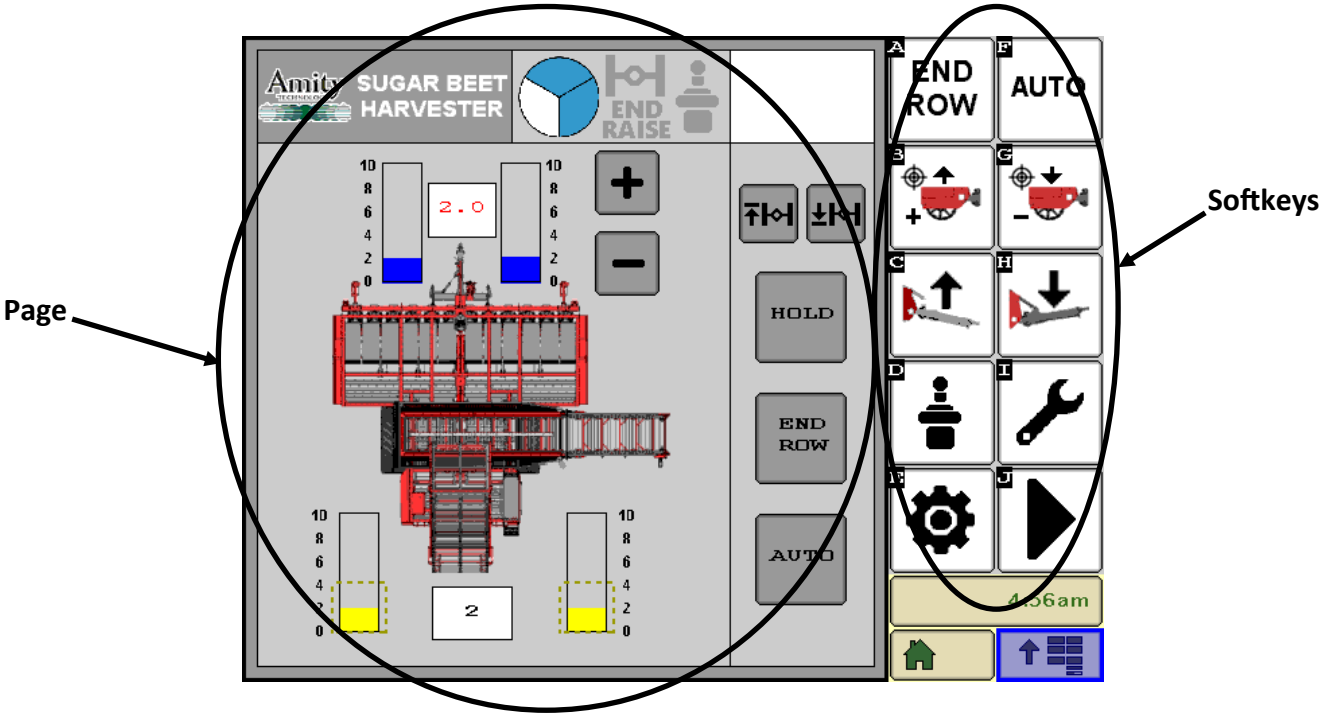

Figure 13-1: VT Screen Shot of ADC on ISOBUS
- ***Page:*** A page is the larger portion of the screen that displays the information about the system. Different pages will display different information and have different options for the user. Figure 13-1 shows an example of the screen. Note: your screen may different in appearance.